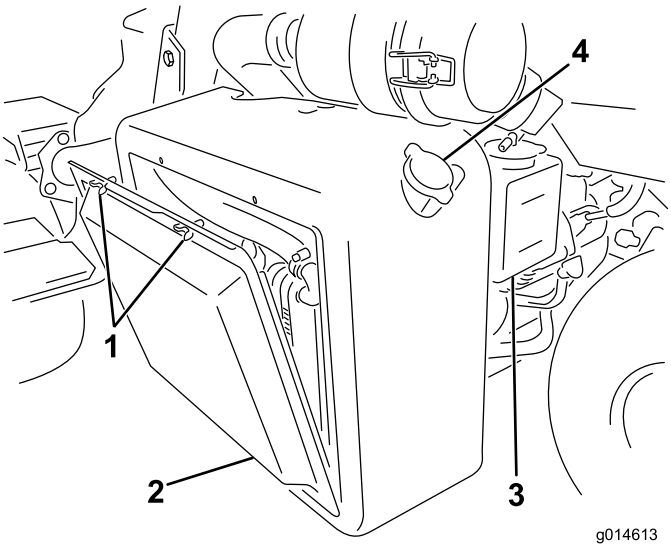

Figuur 50
1. Verwijder het radiateurscherm (Figuur 50).